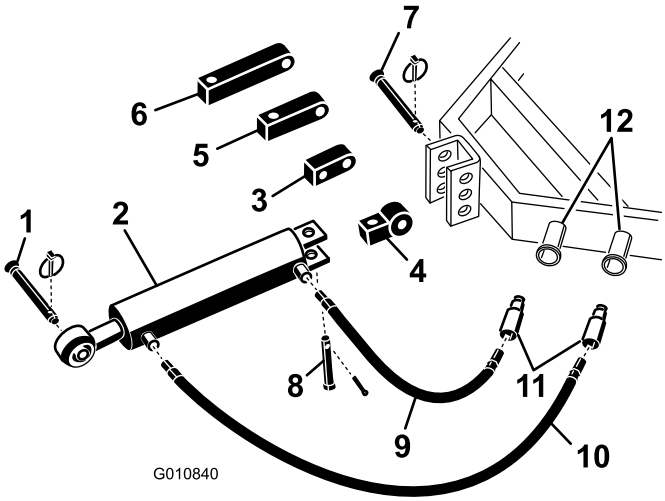

Figur 5
1. Fastgør koblingsforbindelsen til den hydrauliske topforbindelse til traktoren med de stifter, bolte og tapper, der fulgte med traktoren (Figur 5). Placer den hydrauliske topforbindelse, så stangenden vender mod dybdelufteren. Cylinderens huller skal placeres, så de peger frem mod traktorens hjælpehydraulikkraft.
Bemærk: Hvis hydraulikcylinderen skal placeres med hullerne vendt opad, skal du bruge rotationsbeslaget i stedet for standardmonteringsbeslaget for at flytte cylinderen (Figur 5). En 90 graders fitting kan anvendes i stedet for drejeklodser (fittings ikke vedlagt).
A. Fjern låseclipsen, og clipsen der fastgør standardkoblingsforbindelsen til cylinderen (Figur 5). Fjern koblingsforbindelsen fra cylinderen.
B. Monter rotationsbeslaget på cylinderen med de stifter, bolter og tapper, du fjernede tidligere (Figur 5).
2. Tilslut den 106 cm lange hydraulikslange til porten på den hydrauliske topforbindelse, som er tættest på dybdelufteren (Figur 5). Brug Teflon-tape eller gevindforseglingsmiddel på slangegevindet til at forebygge eventuelle lækager.
3. Tilslut den 76 cm lange hydraulikslange til porten på den hydrauliske topforbindelse, som er tættest på traktoren (Figur 5). Brug Teflon-tape eller gevindforseglingsmiddel på slangegevindet til at forebygge eventuelle lækager.
Hvis den hydrauliske cylinder ikke kan nå dybdelufterens monteringsbeslag, kan du bruge en forlængerklods i stedet for standardmonteringsklodsen til at tilslutte cylinderen til traktoren (Figur 5).
A. Fjern låseclipsen og clipsen, der fastgør standardkoblingsforbindelsen til cylinderen (Figur 5). Fjern koblingsforbindelsen fra cylinderen.
B. Monter den nødvendige længdeforlængerklods på cylinderen med de clips, du fjernede tidligere (Figur 5).